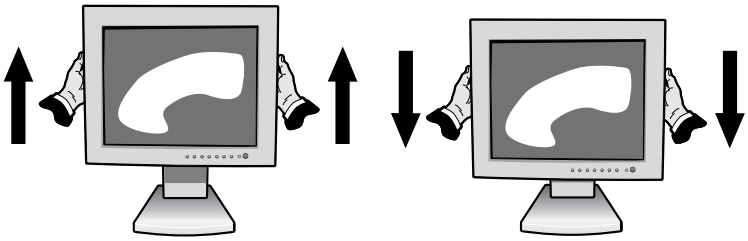

Abbildung RL.1
Fassen Sie den Monitor zu diesem Zweck auf beiden Seiten an und heben oder senken Sie ihn auf die gewünschte Höhe (**Abbildung RL.1**).
Fassen Sie den Monitor auf beiden Seiten an und heben Sie ihn in die höchste Position (**Abbildung RL.1**).
2. Fassen Sie den Monitor auf beiden Seiten an und heben Sie ihn in die höchste Position (**Abbildung RL.1**).